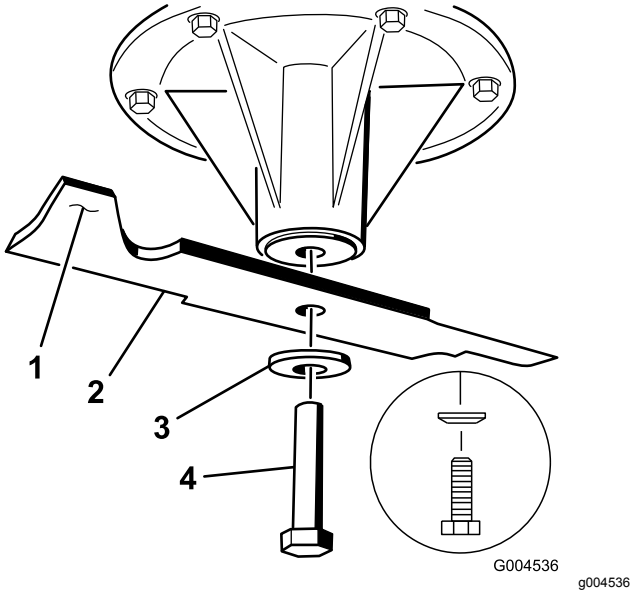
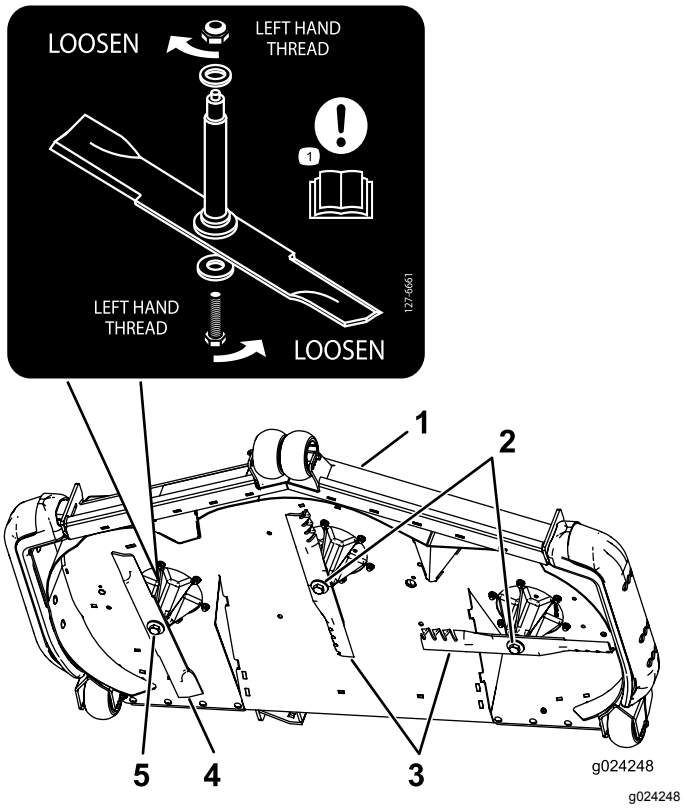

Figur 95
Figur 96
Viktig: **Den høyre kniven på denne klippeenheten roterer i motsatt retning, og bruker en venstregjenget knivbolt. Bruk Figur 96 for riktig plassering av knivene til klippeenheten.**
1. Monter de venstre og midtre knivene, bueskivene og knivboltene på spindelakslene (Figur 95 og Figur 96).
Merk: Monter den buede skiven med konusen mot bolthodet (Figur 95).
2. Monter den høyre kniven, bueskiven og knivbolten (venstregjenget bolt) på spindelakselen (Figur 95 og Figur 96).